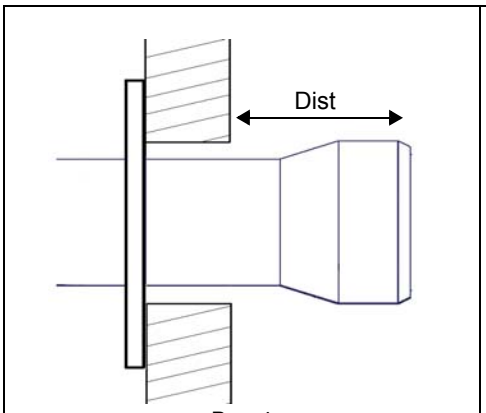

Рис. 4
- Чугунные котлы, трёхходовые котлы (с первым поворотом газов в задней части котла): сопло должно входить в камеру сгорания не более, чем на **Dist** = 100 мм. (Рис. 4)